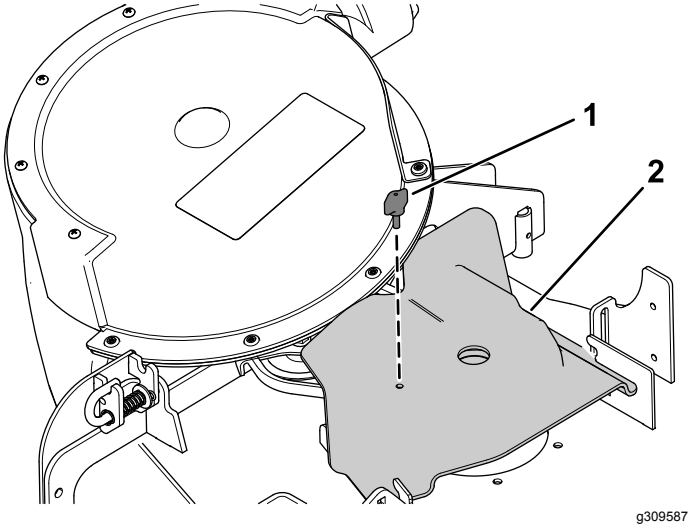

Rysunek 22
2. Załóż pokrywę paska dmuchawy wokół paska dmuchawy i zamocuj pokrywę paska dmuchawy za pomocą gałki (Rysunek 22).